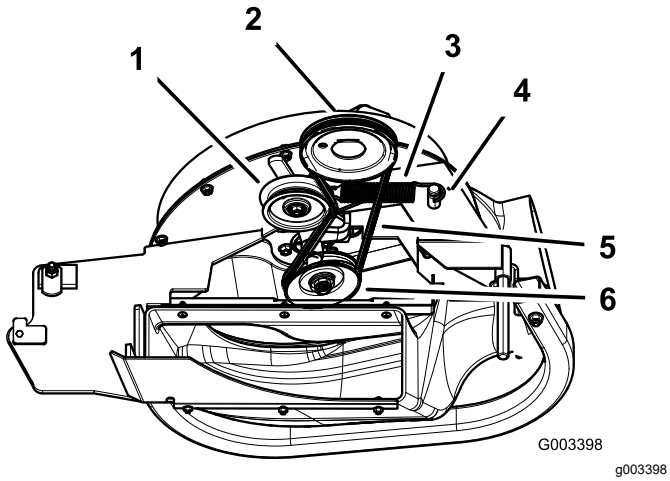

Figur 42
3. Træk i den fjederbelastede styreremskive for at løsne remspændingen (Figur 42).
5. Monter den nye rem omkring blæserremskiverne og koblingsremskiven (Figur 42).
7. Træk tilbage i den fjederbelastede styreremskive, og monter remmen på den fjederbelastede styreremskive (Figur 42).